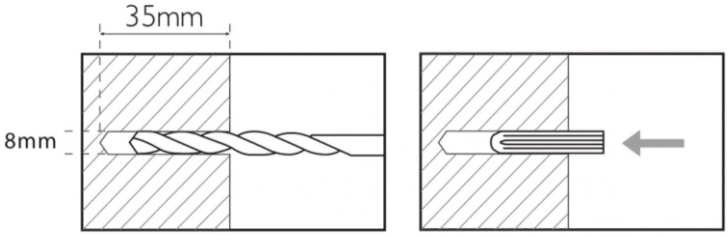

Рис. 2
- При установке в прочную каменную стену используйте сверло диаметром 8 мм. Просверлите 4 отверстия глубиной 35 мм и установите дюбель. См (Рис. 2)